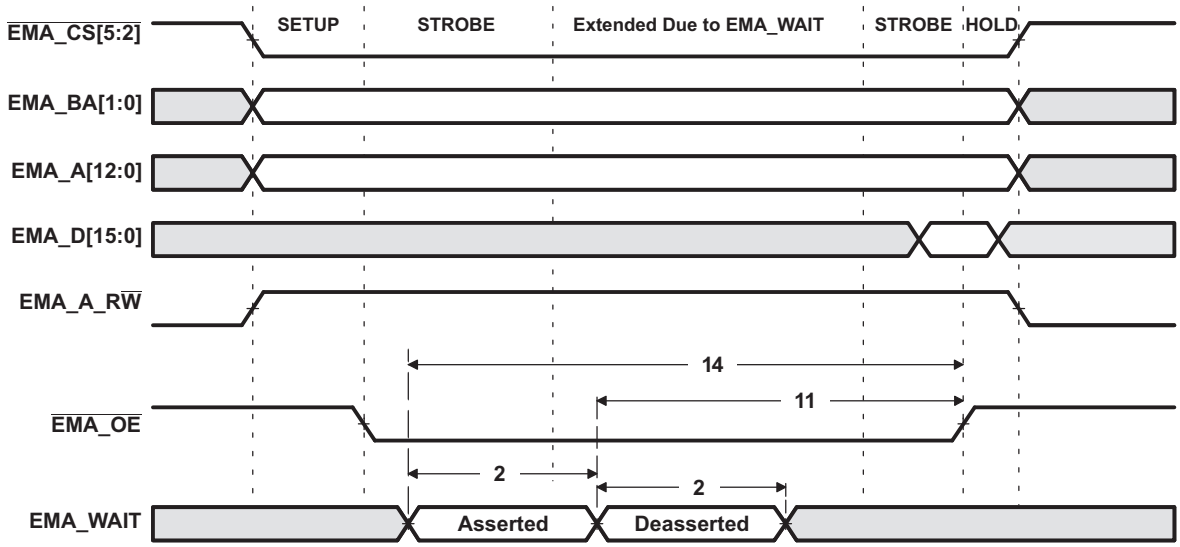
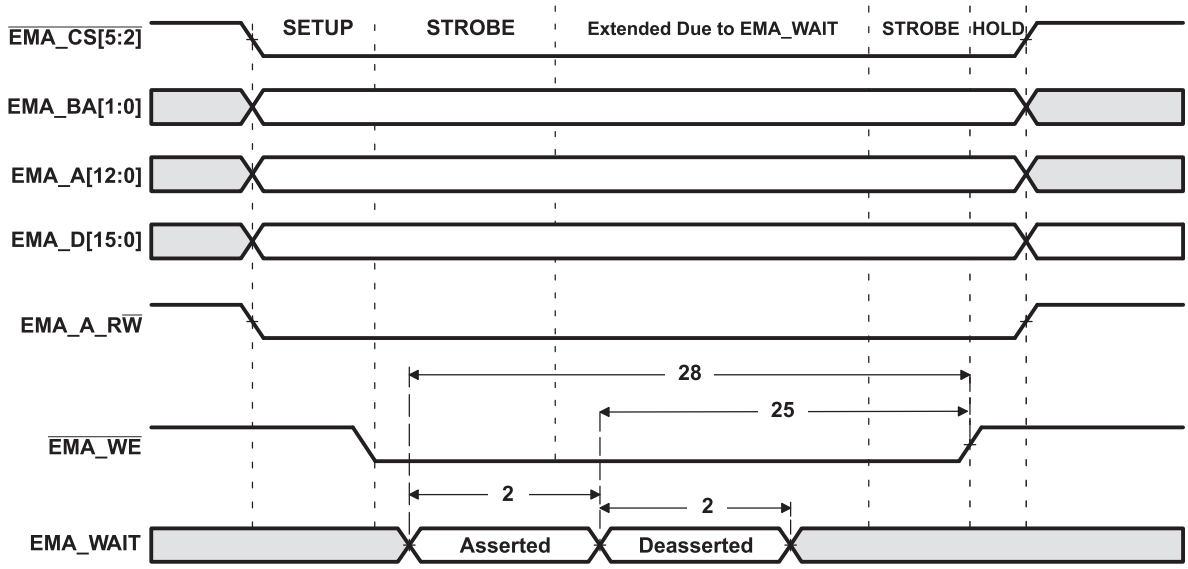

Figure 6-15. EMA_WAIT Read Timing Requirements
Figure 6-16. EMA_WAIT Write Timing Requirements
(1) E = EMA_CLK period or in ns. EMA_CLK is selected either as SYSCLK3 or the PLL output clock divided by 4.5. As an example, when SYSCLK3 is selected and set to 100MHz, E=10ns.
(2) Setup before end of STROBE phase (if no extended wait states are inserted) by which EM_WAIT must be asserted to add extended wait states. Figure 6-15 and Figure 6-16 describe EMIF transactions that include extended wait states inserted during the STROBE phase. However, cycles inserted as part of this extended wait period should not be counted; the 4E requirement is to the start of where the HOLD phase would begin if there were no extended wait cycles.